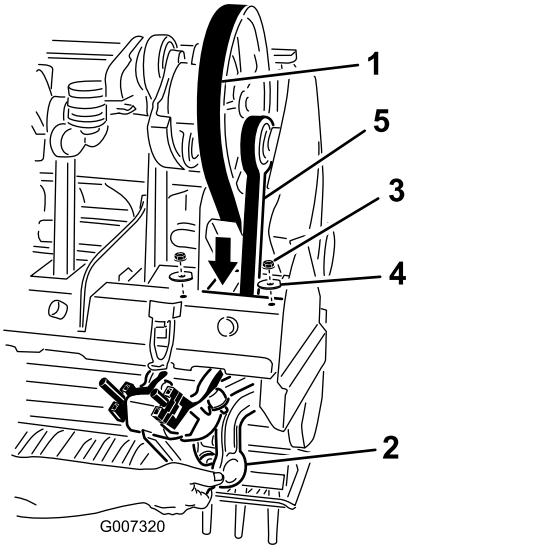

Figur 39
5. Lossa och ta bort de två låsmuttrarna och brickorna som låser fast motviktssystemet Rotalink vid stamparm 1 (Figur 39).
7. Dra ner drivremmen genom luftarhuvudsramen och runt den nedre änden av stamparm 1 (Figur 39).